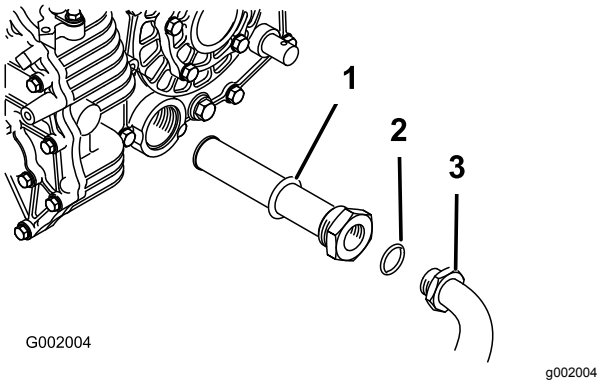

Figur 56
5. Fjern hydraulikslangen og 90°-beslaget (Figur 56).